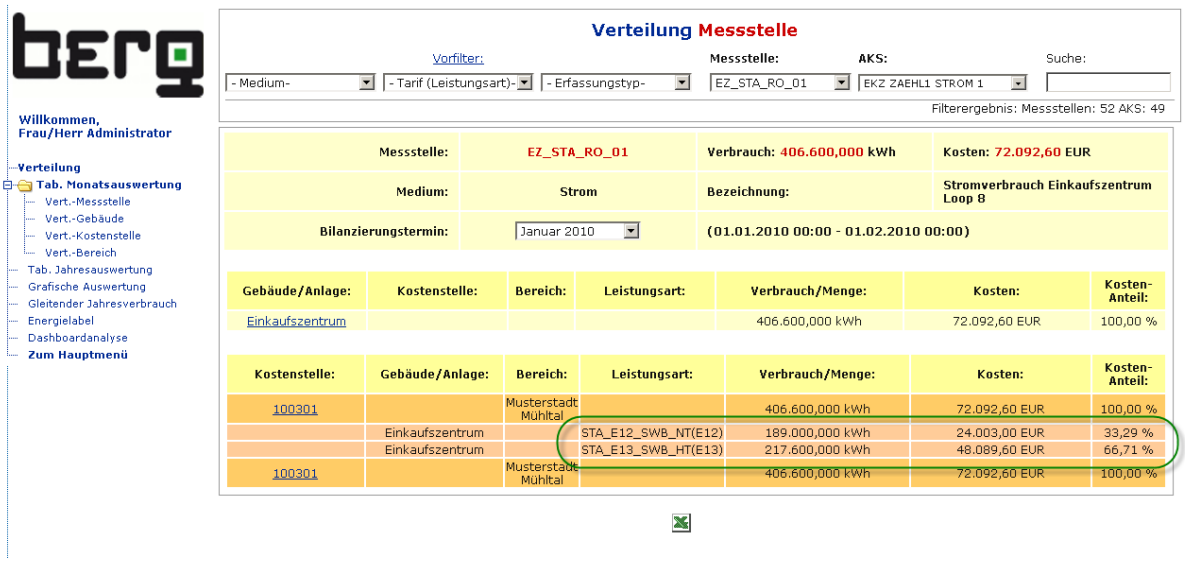

Abbildung 132: Expense-Auswertung mit Tarif-Zeitplan (Tab. Vert. Monatsauswertung)
- Vert. Messstelle (...verteilten Messstellen) (Beispiel siehe Abbildung 132)